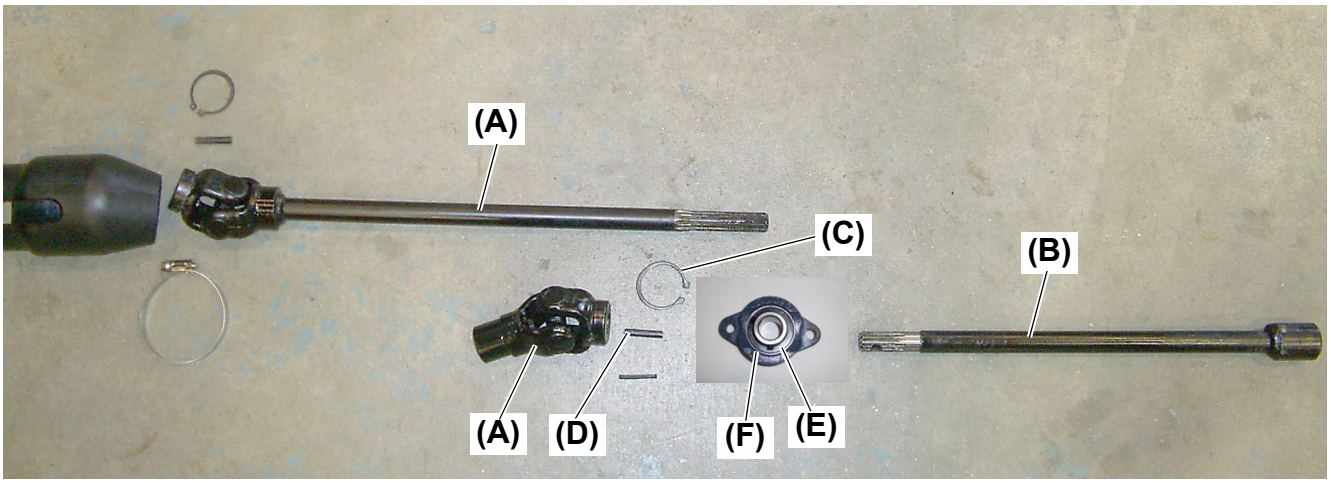
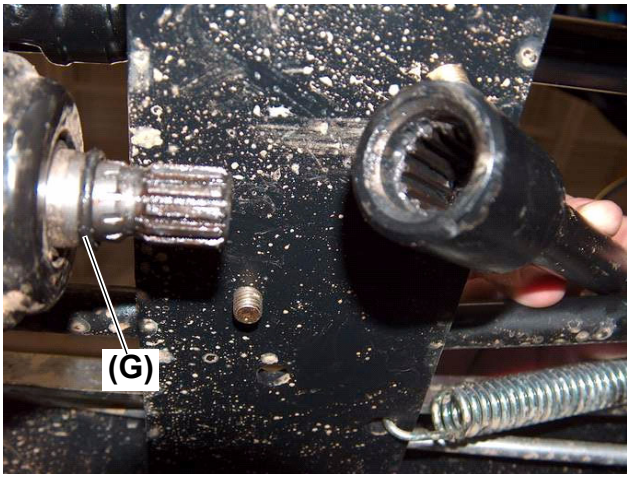

Fig. 9
Fig. 10
14. At this time the rear prop shaft **(Fig. 9, (B))** can be removed from the 4WD output shaft. Make note of the O-ring seal on the 4WD output shaft. Replace O-ring **(Fig. 10, (G))** any time the rear prop shaft **(Fig. 9, (B))** is removed from the 4WD output shaft. During installation of O-ring **(Fig. 10, (G))** and rear prop shaft **(Fig. 9, (B))**, apply grease to the O-ring and to the splines of the 4WD output shaft as well as to the internal splines of the rear prop shaft.